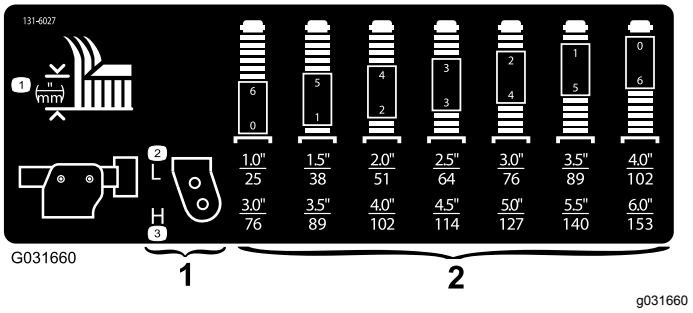

Figur 33
3. Plasser styrehjulsaksler i samme hull i alle styrehjulsgaflene. Se diagrammet (Figur 33) for å bestemme de korrekte hullene for innstillingen.
Merk: Se følgende diagram for å avgjøre kombinasjonen for avstandsstykker for innstillingen (Figur 33).